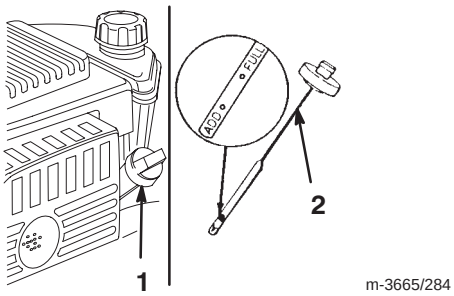

Bild 7
Stellen Sie vor jedem Einsatz sicher, dass der Ölstand zwischen den Marken **Add [Nachfüllen]** und **Full [Voll]** am Peilstab steht (Bild 7).
2. Reinigen Sie den Bereich um den Peilstab (Bild 7).
6. Lesen Sie den Ölstand am Peilstab ab (Bild 7).